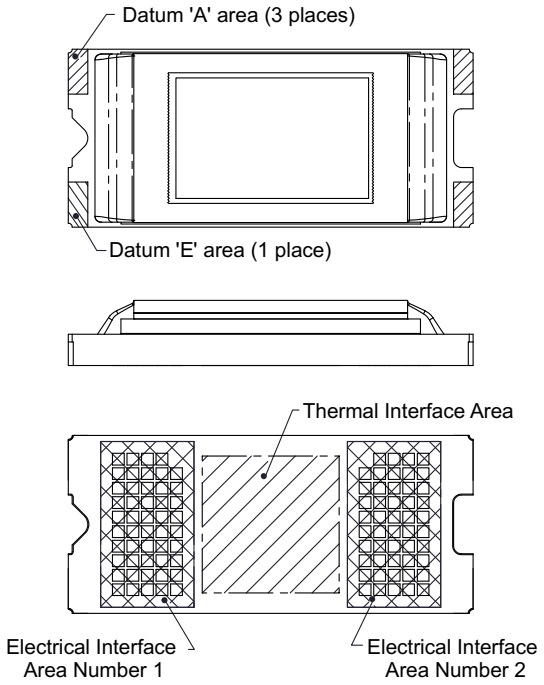

Figure 4. System Interface Loads for FQD
(1) See and *Mechanical, Packaging, and Orderable Information* for diagrams.
(2) See Mounting Concepts DLP4500FQE.
(3) See and Figure 4 for diagrams.
(4) See Mounting Concepts DLP4500FQD.